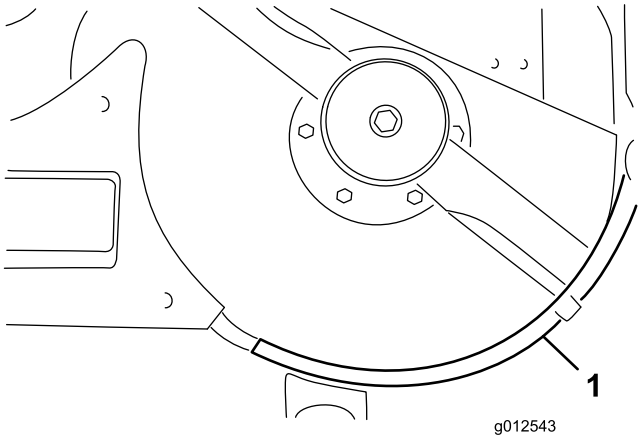

Figure 15
10. Fixez le rebord gauche au plateau au moyen de 2 boulons (1/4-20 x 1 po), 1 boulon (1/4-20 x 3/4 po) et 3 contre-écrous (Figure 15). Placez la tête des boulons à l'intérieur du plateau.